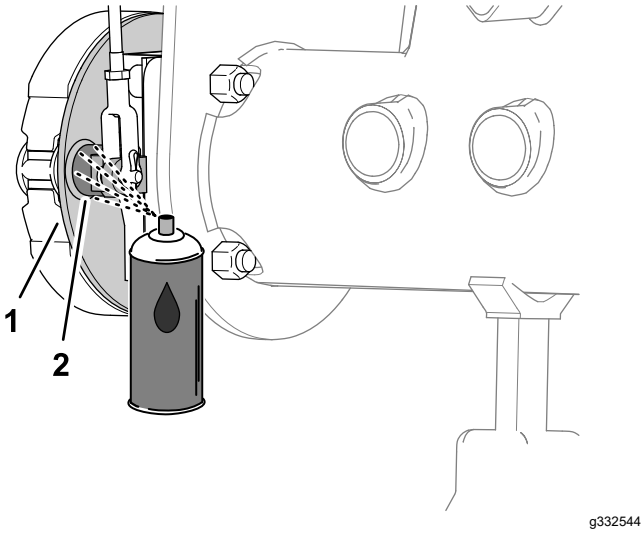
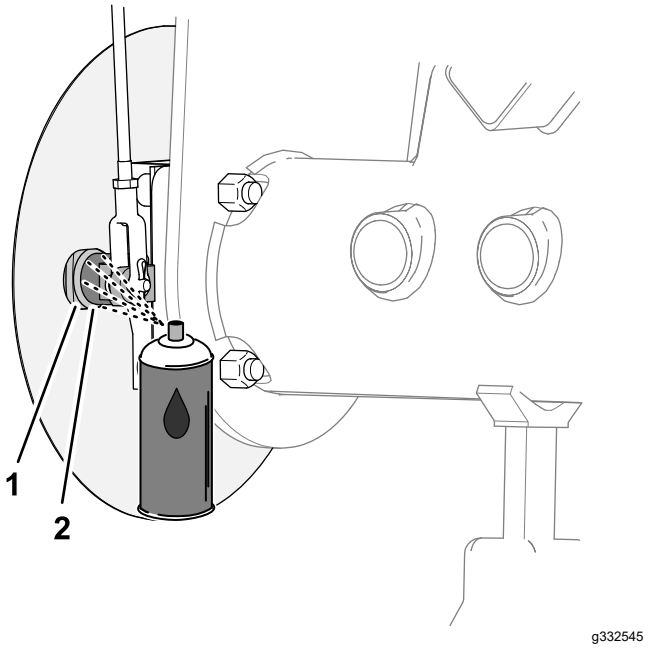

Figur 67
Figur 68
1. På innsiden av bremsestøtteplaten (maskiner uten det valgfrie gresskjoldet til hjulplate til felgen) eller hjulskjoldet (maskiner med det valgfrie gresskjoldet til hjulplate til felgen), spray penetrerende olje mellom kamakselen for bremsen og støtteplaten (Figur 67 eller Figur 68).